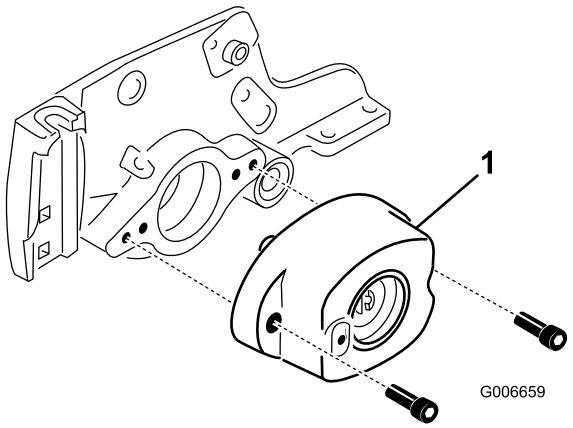

Figura 18
10. Retire os (2) parafusos que fixam a caixa de rolamentos à placa lateral da unidade de corte (Figura 18).
11. Retire a caixa de rolamentos da placa lateral (Figura 18).